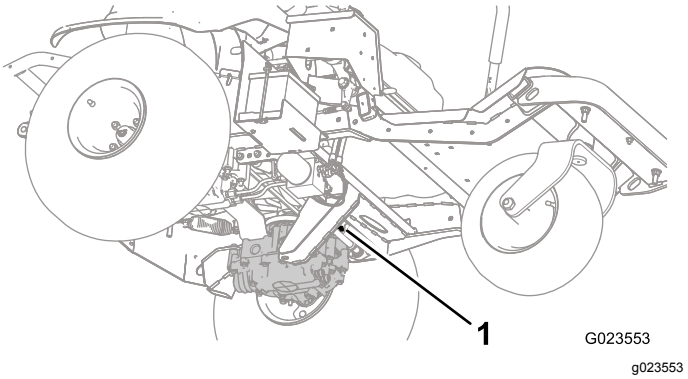
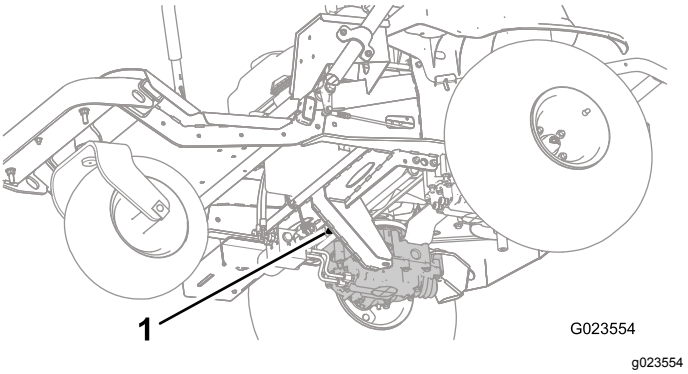
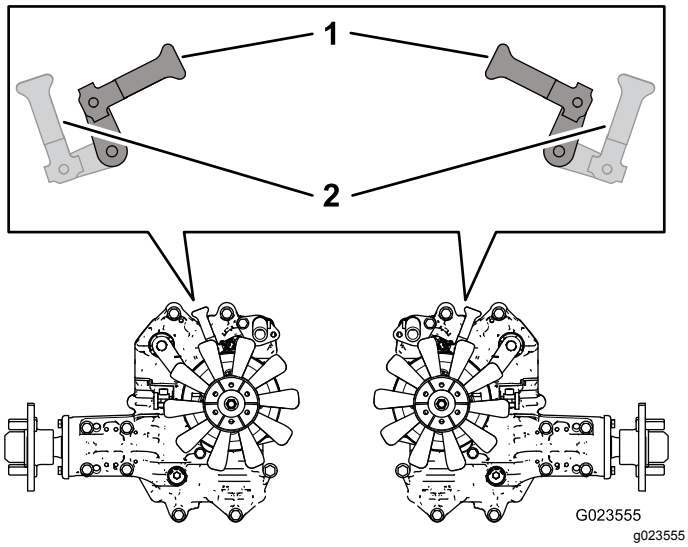

Figur 27
Figur 28
Figur 29
2. Drej omløbsventilhåndtagene (Figur 27 og Figur 28) under maskinen, så de peger indad mod midten af maskinen (Figur 29), og deaktiver parkeringsbremsen. Se Betjening af parkeringsbremsen (side 21).
3. Når du er færdig med at skubbe eller bugsere maskinen, skal du dreje omløbsventilhåndtagene, så de peger mod maskinens forende, for at maskinen kan køre (Figur 29).